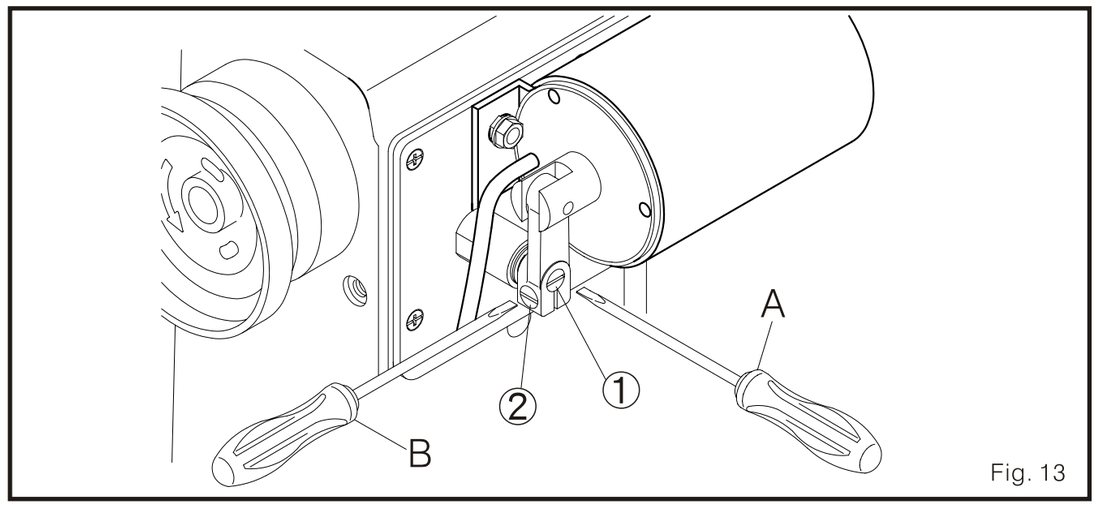

Fig. 13
(2) Ajuste la altura del pie prénsatelas (Fig. 13)